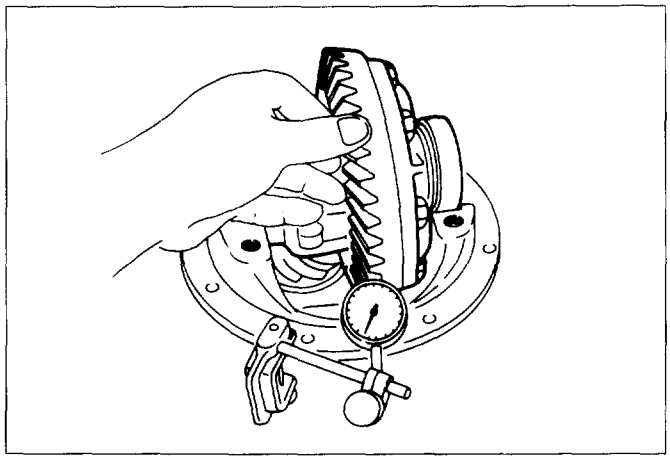

Fig. 4C-51
5) Remove side bearing (Fig. 4C-52).